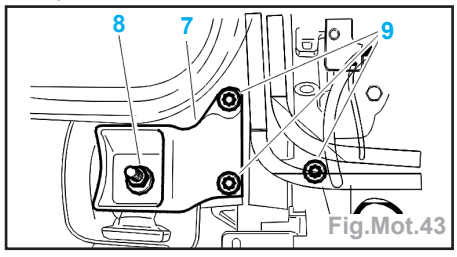

Fig.Mot.43
- Serrer les vis (6) à 5,5 daN.m.
- Reposer le support moteur droit (7) (Fig.Mot.43).